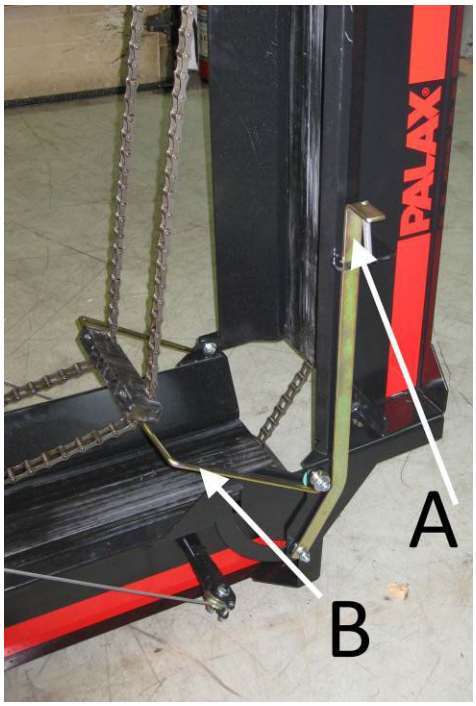

Fig. 5 Fig. 6
6. Ouvrez le dispositif de verrouillage A, Fig. 5
8. Retirez la barre de support B de la chaîne du convoyeur (Fig. 5) et fixez-la aux trous au bord du convoyeur.
2.7 Passage du convoyeur en position de travail, Fig. 5
1. Abaissez le convoyeur au sol et connectez la barre de support B de la chaîne du convoyeur (Fig. 5).
2. Tirez le verrou A (Fig. 5) et soulevez le haut du convoyeur.